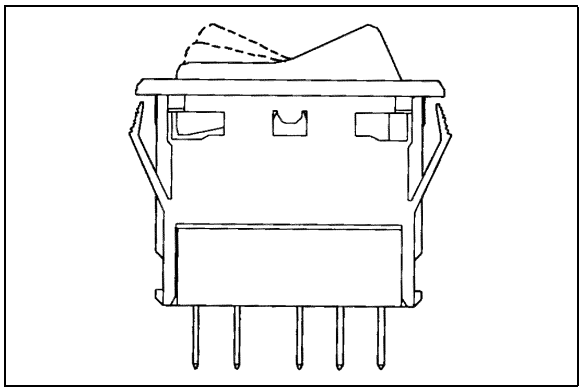

FIGURE 52: SWITCH
3. To install a new switch, reverse the procedure (Fig. 52).